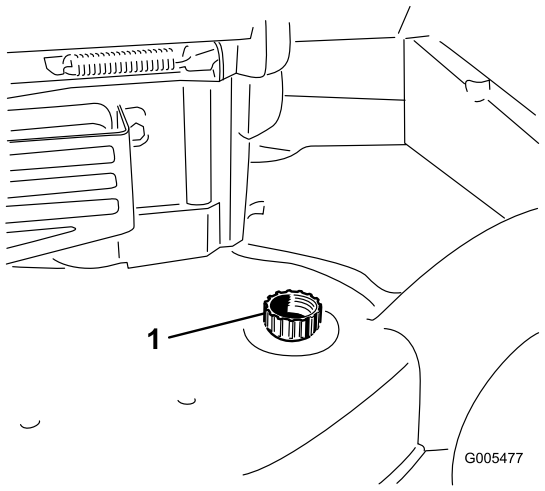

Figura 22
5. Collegate una canna da giardino al rubinetto dell'acqua e al foro di lavaggio (Figura 22).